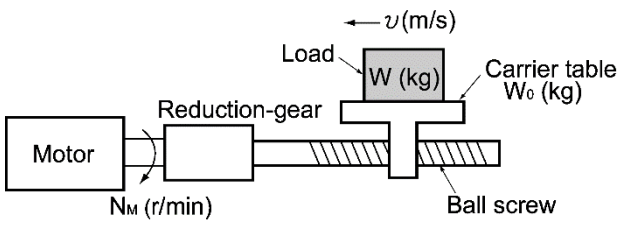

Fig. 10.3-1 Moving a load horizontally
A simplified mechanical configuration is assumed as shown in Fig. 10.3-1. If the mass of the carrier table is W_0 (kg), the load is W (kg), and the friction coefficient of the ball screw is μ, then the friction force F (N) is expressed as follows (Equation (Equation 10.3-3), which is equal to a required force for driving the load:
Assume a carrier table driven by a motor as shown in Fig. 10.3-1. If the table speed is υ (m/s) when the motor speed is N_M (r/min), then an equivalent distance from the shaft is equal to $60 \cdot \upsilon / (2\pi \cdot N_M)$ (m). The moment of inertia of the table and load to the shaft is calculated as follows ((Equation 10.3-13):